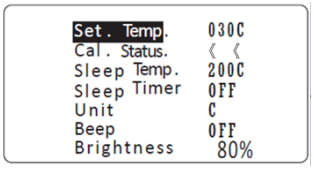

图9
3.5当Cal. Starus显示“ 《 《 ” (见图9)，表示焊台温度向下调整已经达限制或校温幅度过大，出于机器安全考虑，此时无法再继续向下调整温度，但可向上调整。